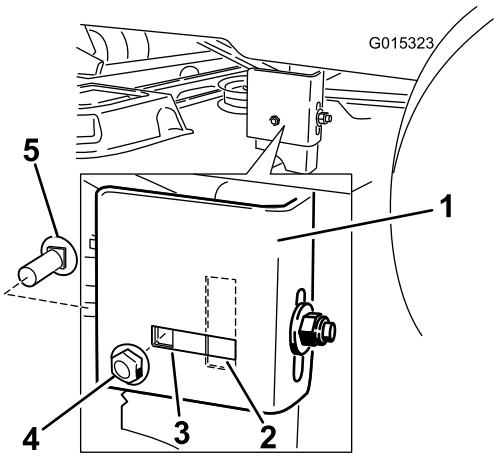

Figuur 59
8. Controleer of de zijstelbout in de gleufstand of de geborgde stand staat (Figuur 59).
Opmerking: Als de zijstelbout in de geborgde stand staat, moet u de bout en de zijborgmoer uit de geborgde stand halen en in de gleufstand zetten (Figuur 59).